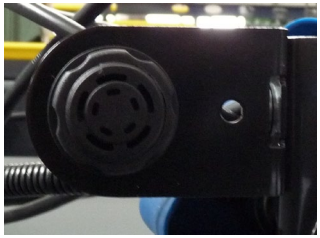

Fig. 10
- **Segnalatore acustico:** avvisa della condizione di cassone sollevato, durante la marcia del veicolo il cassone deve essere abbassato (fig. 10).